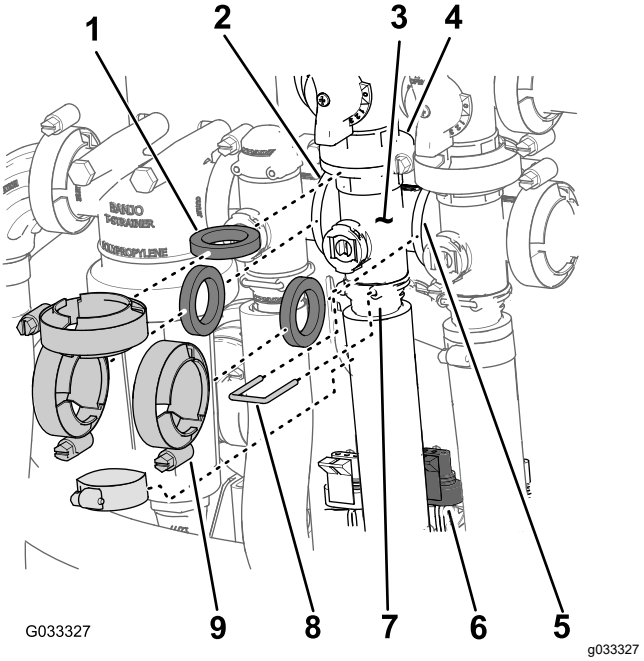

Figur 70
1. Ta bort klämmorna och packningarna som håller fast omrörningsventilens grenrör (Figur 70) vid omrörningsöverströmningsventilen, sprutmängdsventilen, huvudsektionsventilen och adapterkopplingen (spjällventil för omrörning).
2. Ta bort hållaren som fäster utloppskopplingen vid omrörningsventilens grenrör (Figur 70).